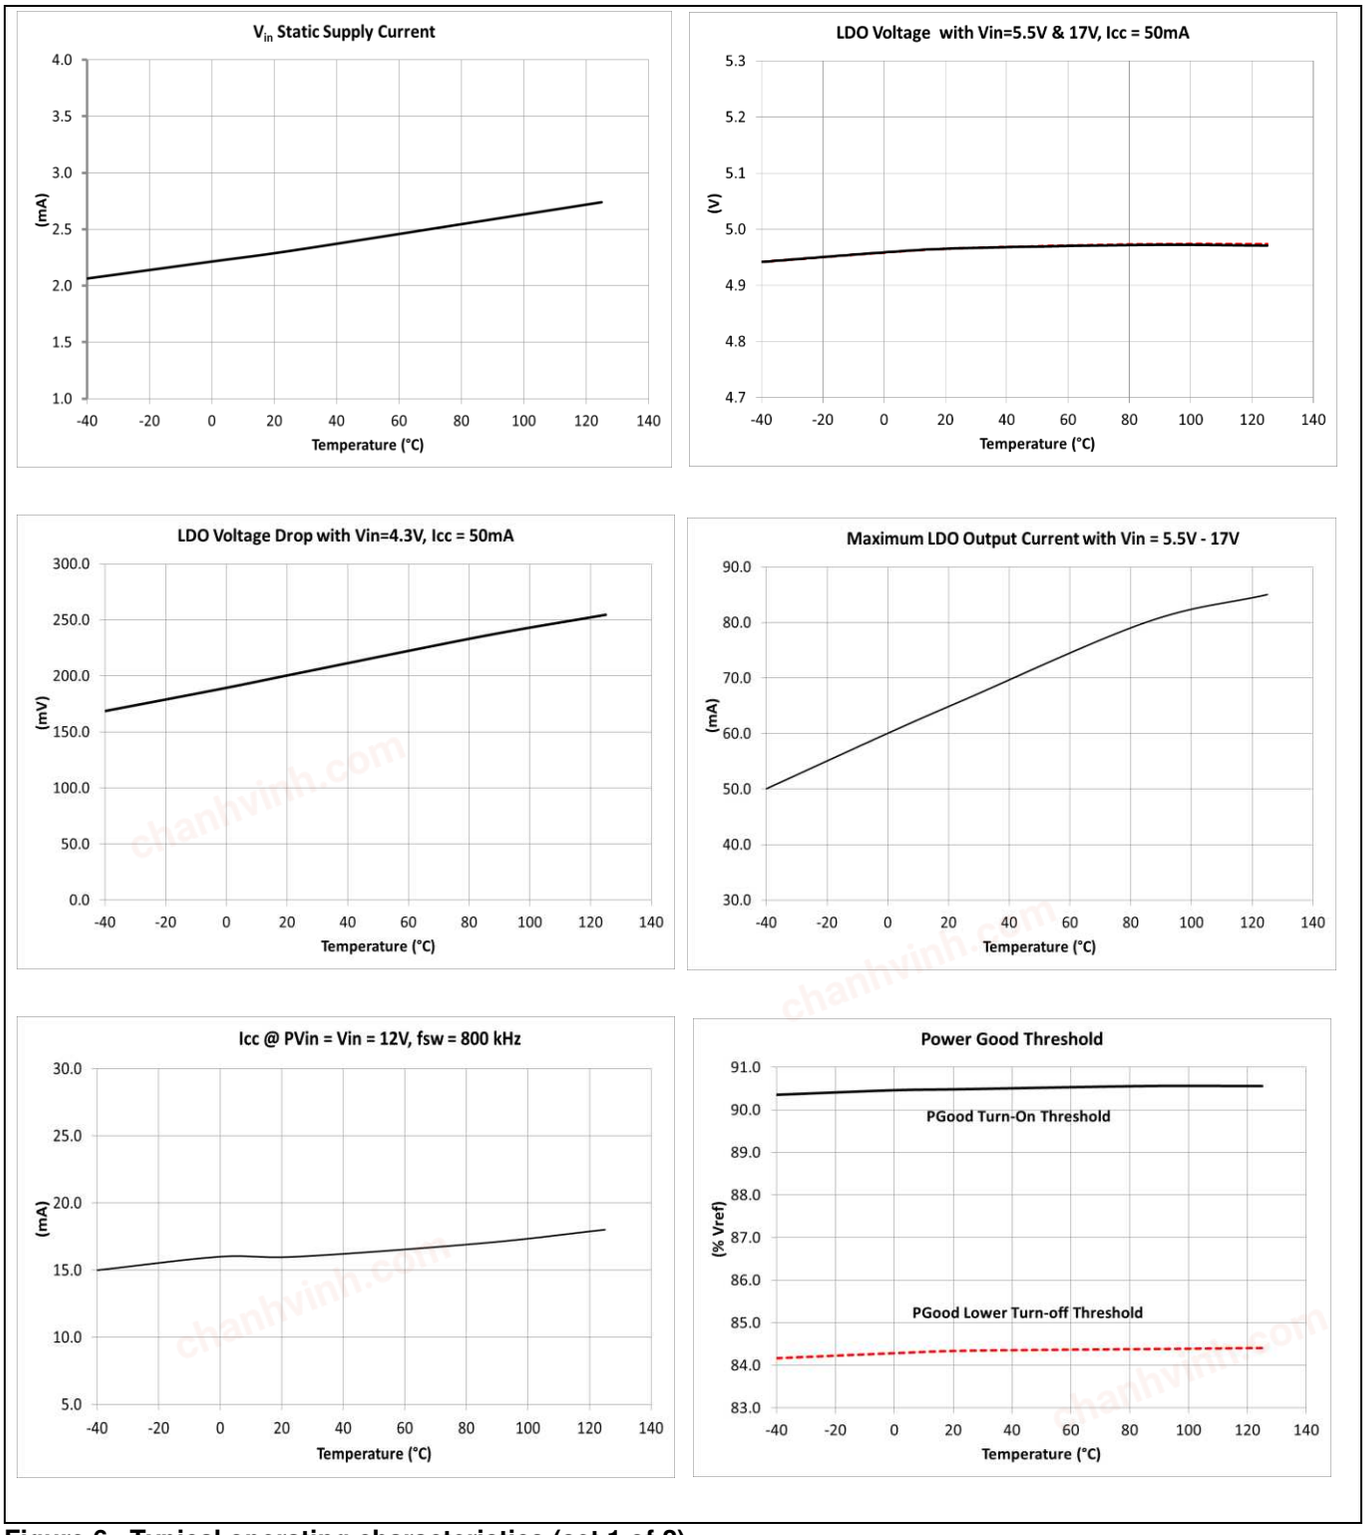

Figure 6 Typical operating characteristics (set 1 of 2)
10. *The maximum LDO output current must be limited within 50 mA for operations requiring full operating temperature range of -40 °C ≤ T_J ≤ 125 °C. **Figure 6** shows the maximum LDO output current capability over junction temperature. Thermal de-rating may be needed at an elevated ambient temperature to ensure the junction temperature within the recommended operating range.*